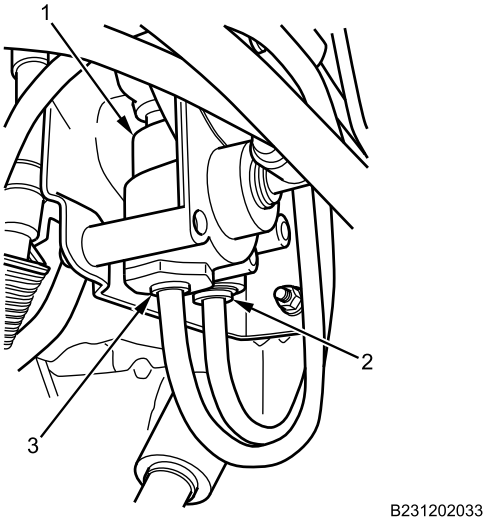

Figure 4. Tractor Protection Valve Lower Air Lines.
13. Disconnect RED trailer and transport delivery air line (Figure 4, Item 3) and GREEN delivery air line (Figure 4, Item 2) from tractor protection valve (Figure 4, Item 1).